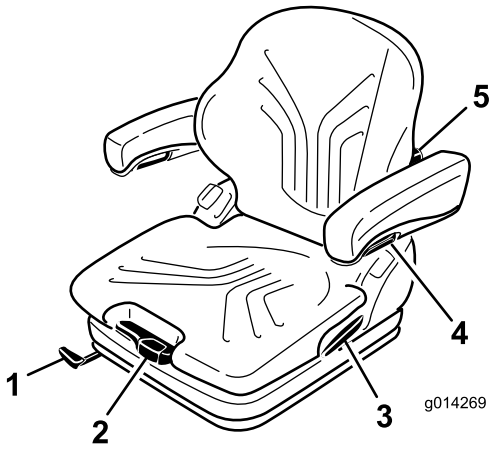

Figura 31
Il sedile viene regolato in base al peso del conducente tirando o premendo la leva di regolazione del peso (Figura 31).
1. Per eseguire una regolazione, tirate verso l'alto la leva e sbloccate il sedile (Figura 31).
Girando la manopola di regolazione verso l'alto è possibile variare la curvatura della parte superiore del cuscino dello schienale. Girando la manopola di regolazione verso il basso è possibile variare la curvatura della parte inferiore del cuscino dello schienale (Figura 31).
Per regolare l'altezza dei braccioli staccate il cappuccio tondo (Figura 31) dalla protezione, allentate il dado esagonale (13 mm) che si trova dietro di esso, regolate i braccioli secondo la posizione desiderata e serrate il dado. Riposizionate il cappuccio sul dado.
Per regolare l'angolo dei braccioli, girate la manopola di regolazione (Figura 31).
Tirate verso l'alto la leva di bloccaggio per liberare il fermo dello schienale (Figura 31). Quando liberate il fermo, non esercitate una pressione contro lo schienale.